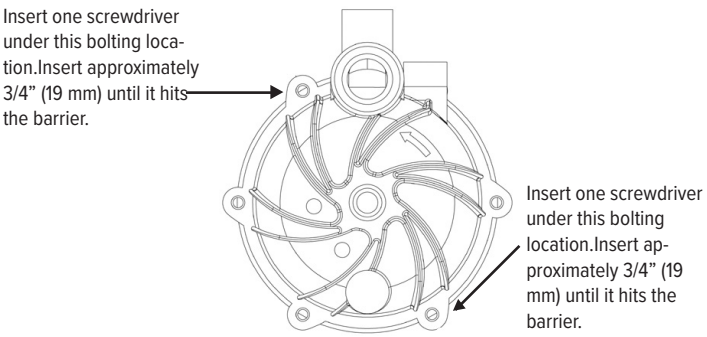
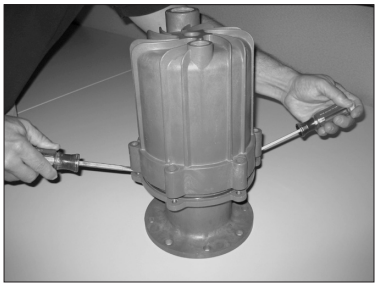

Figure 12
Figure 12A
5. Remove the housing by carefully inserting two flat head screwdrivers at the locations shown in figure 12. Slide the screwdrivers in at the bolt holes between the metal clamp ring (item 13) and the housing until they stop. Applying equal pressure, gently pry both screwdrivers in an upward motion away from the work bench (to avoid damaging sealing surface on the housing). See figure 12A. Housing is tight due to o-ring seal on the internal "gooseneck." **NOTE**: Do not twist the screwdrivers or damage may occur to the housing. Lift the housing straight up to remove.